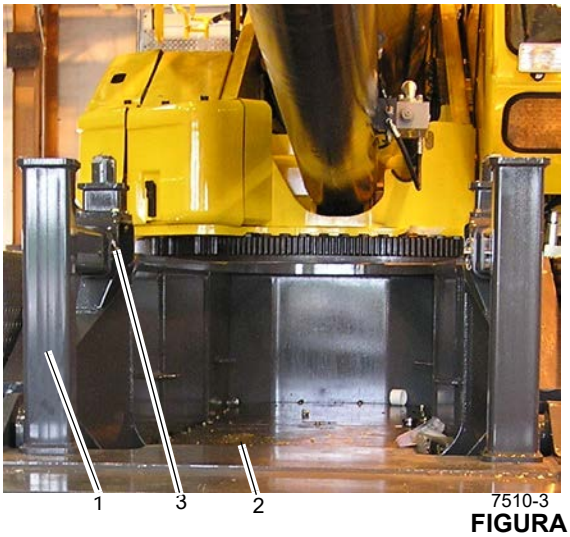

FIGURA 5-9
1. Fije un dispositivo de elevación adecuado con eslingas a los pedestales del contrapeso (1) (Figura 5-9).
2. Quite los pasadores de enganche (3).
3. Utilice un dispositivo de elevación para retirar los pedestales del contrapeso (1) (Figura 5-9).